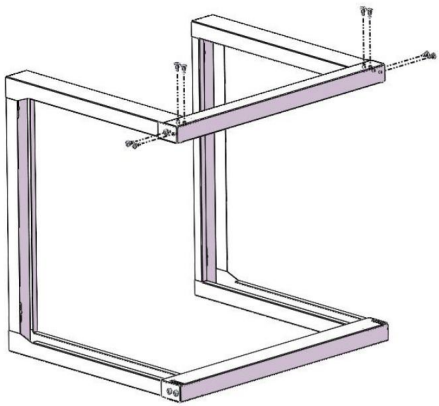

Figura 2
2. Inserire la traversa superiore (2) nel supporto a U sinistro (1) e nel supporto a U destro (1), fissandoli con 8 viti di fissaggio M5 (4). Vedere la Figura 2.